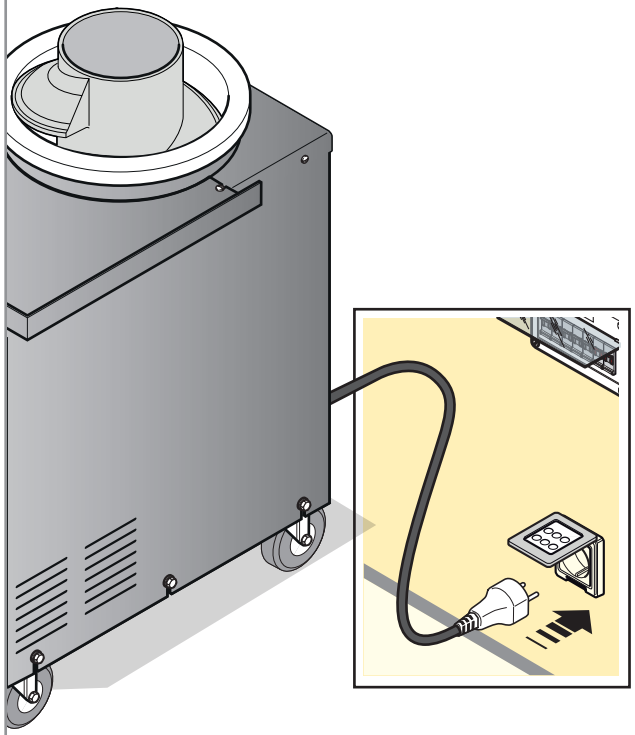

Abb. 8
- auf den einphasigen Maschinen **sind Anschlusskabel und Stecker bereits montiert**. Zum Anschließen muss nur der Stecker in eine Steckdose mit geeigneter Leistung eingesteckt werden ▶ Abb. 8